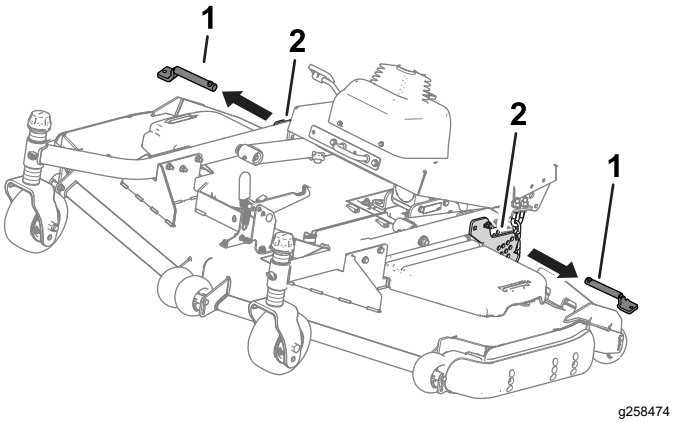

**Figura 35**
4. Rimuovete i perni dalle piastre dell'altezza di taglio (Figura 35).